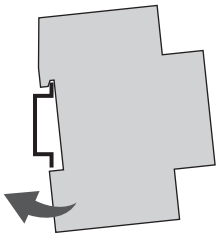

Fig. 4: Montagem em calha DIN
1. Colocar o temporizador do distribuidor sobre a calha DIN (Fig. 4), a partir de cima, e pressionar para trás até engatar.